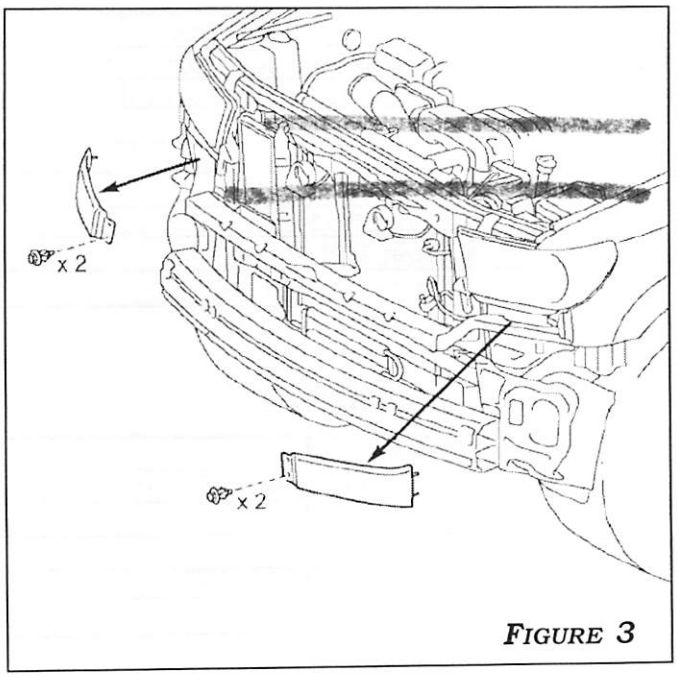

Figure 3
4. Remove the lower left and right headlight trim by disengaging the two clips as shown in **Figure 3**.